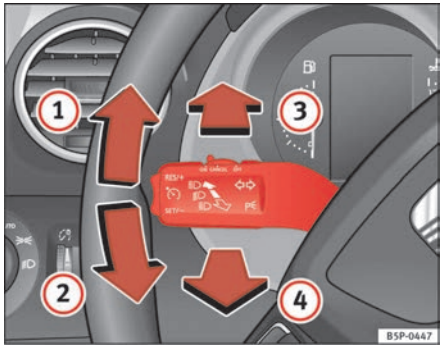

Fig. 77 Indicator and main beam lever
– Move the lever all the way up ⇒ page 118, fig. 77 (1) to indicate **right**, and all the way down (2) to indicate **left**.
– Press the lever forward ⇒ page 118, fig. 77 (3) to switch on the main beams.